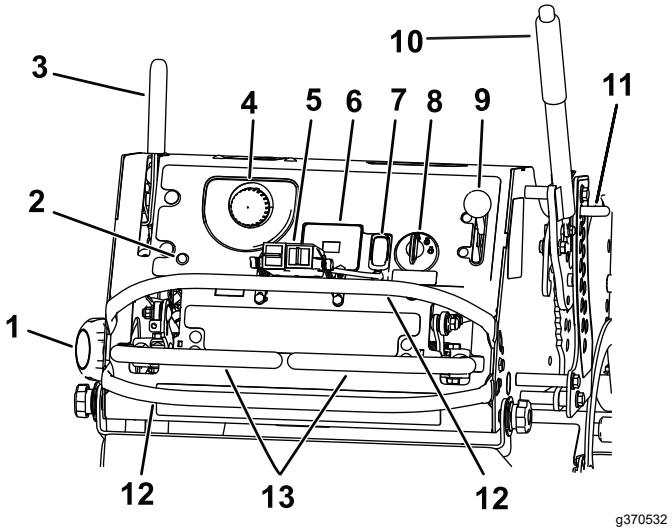

Figura 4
Si se detecta un problema o una avería en el sistema, se enciende el indicador de avería (IA) (Figura 4).
El mando de la toma de fuerza (TDF) se utiliza para engranar y desengranar las cuchillas de la segadora o arrancar y parar accesorios motorizados (Figura 4); consulte Uso del mando de la toma de fuerza (TDF) (página 16).
El acelerador controla la velocidad del motor y tiene un ajuste variable continuo de LENTO a RÁPIDO (Figura 4).
Las palancas de control de movimiento se utilizan para conducir la máquina hacia adelante, hacia atrás y girarla en ambos sentidos (Figura 4).